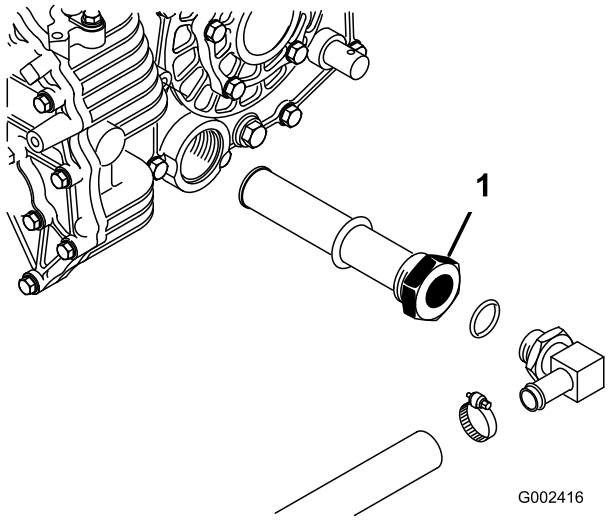

Figuur 73
3. Onthoud de positie van de hydraulische slang en de 90°-fitting voor de zeef aan de zijkant van het reservoir (Figuur 73).